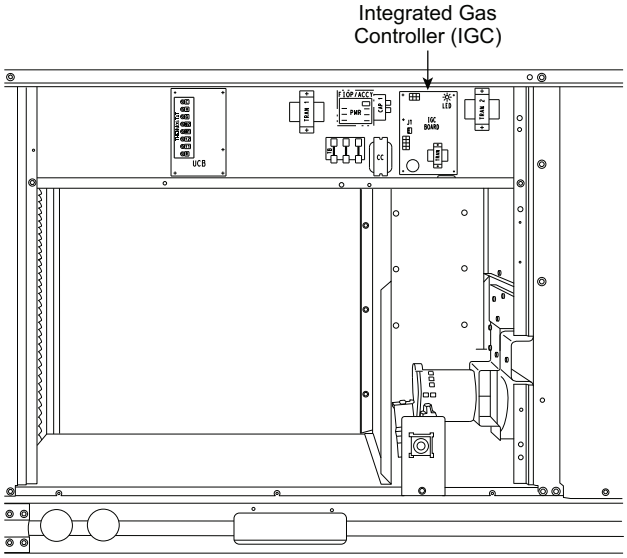
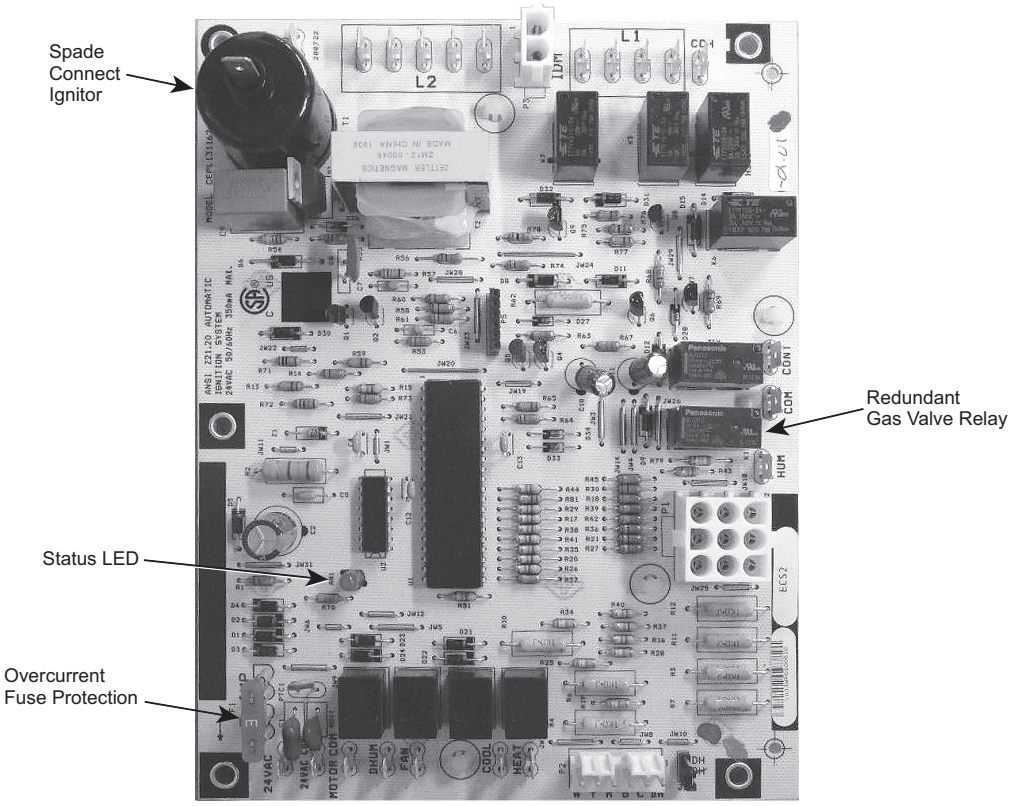

**Fig. 45 — Unit Control Box/IGC Location**
**Fig. 49 — Integrated Gas Control (IGC) Board**
8. Remove igniter wires and sensor wires at the Integrated Gas Unit Controller (IGC) (see Fig. 45).
Unit is equipped with a direct spark ignition 100% lockout system. The Integrated Gas Unit Controller (IGC) is located in the control box (see Fig. 45). The IGC contains a self-diagnostic LED (light-emitting diode). A single LED on the IGC provides a visual display of operational or sequential problems when the power supply is uninterrupted (see Fig. 49). When a break in power occurs, the IGC will be reset (resulting in a loss of fault history) and the indoor (evaporator) fan ON/OFF times will be reset. The LED error code can be observed through the viewport. During servicing, refer to the label on the control box cover or Table 7 for an explanation of LED error code descriptions.